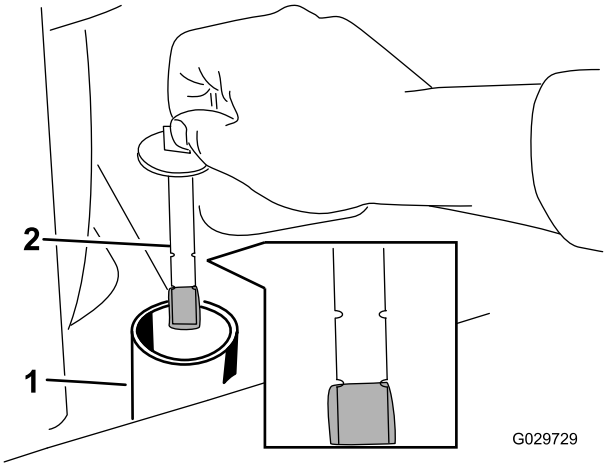

**Rysunek 59**
6. Wykręć korek zbiornika oleju hydraulicznego i wskaźnik poziomu oleju (Rysunek 59).